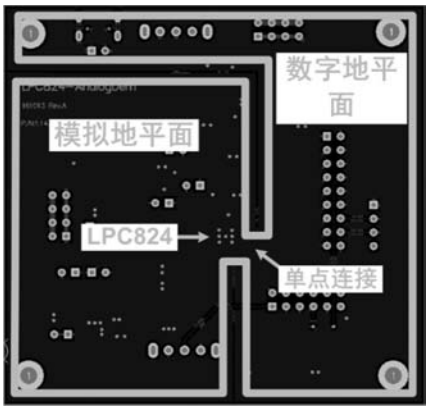

图 2.27　分割地平面在单点连接
- 分割地平面，然后使模拟地平面与数字地平面在单点连接，避免通过公共的地回路引入干扰，详见图 2.27。